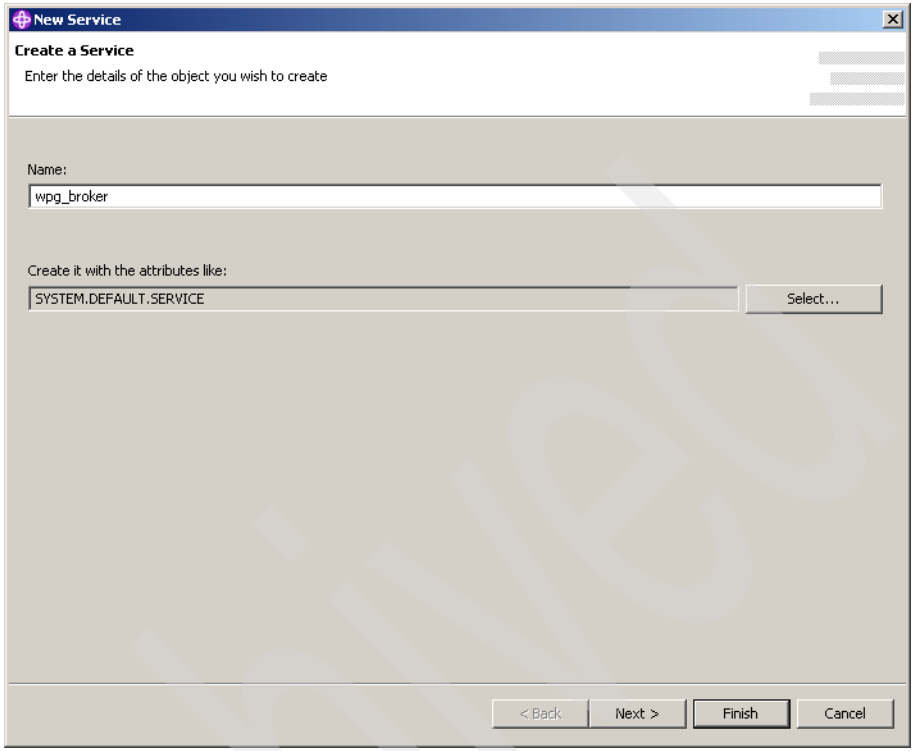

Figure 5-18 New service
3. Give this service a name. We chose `wpg_broker` as shown in Figure 5-18 on page 76.